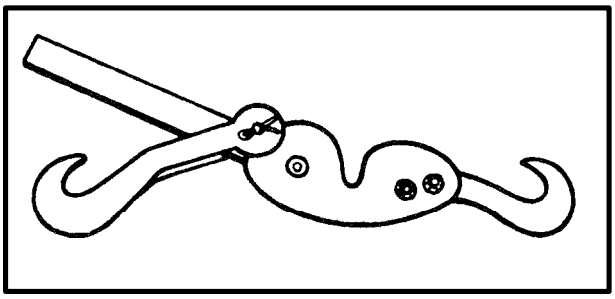
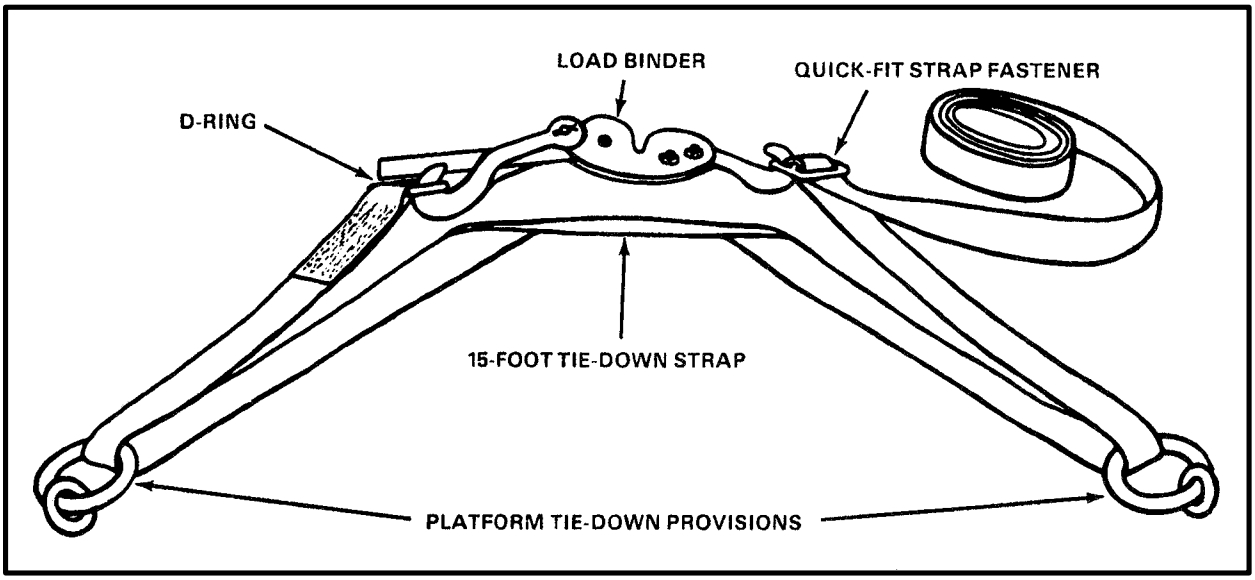

***Figure 8-19. Load Binder***
*Figure 8-20. Combining Tie-Down Strap, Load Binder, and Quick-Fit Fastener*
**h. Load Binder.** The load binder (Figure 8-19) is a locking device which is used to tighten and secure lashing straps. Each binder consists of two body plates which attach at one end to a short hook and at the other end to a handle that holds a pivoting long hook. Use the following instructions to use a 15-foot tie-down strap with the quick-fit strap fastener, load binder, and a 15-foot cotton webbing tie-down strap (Figure 8-20).